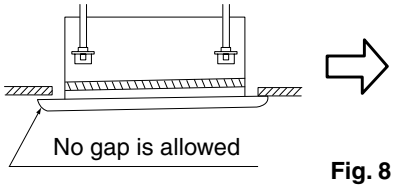

Fig. 8
- If gap is still left between the ceiling and the decoration panel after screwing the screws, readjust the indoor unit body height. **(Refer to Fig. 8)**